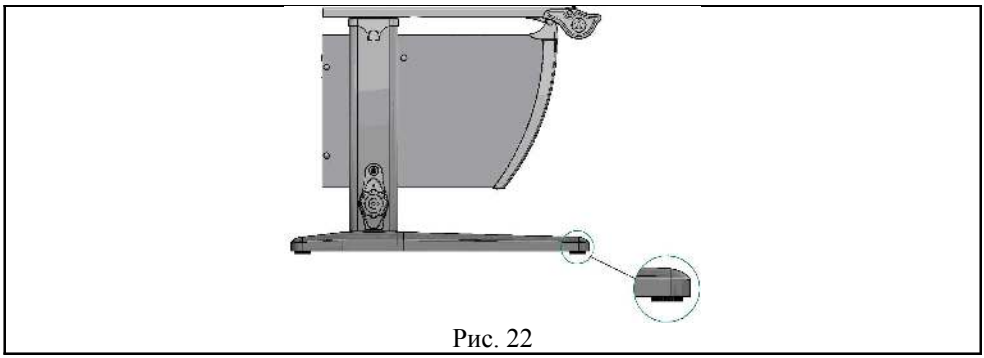

Рис. 22
6.1. Стол следует устанавливать на равную горизонтальную поверхность, обеспечивающую опоры всех ножек, при необходимости отрегулировать стол ножками (см. рис. 22) до горизонтального положения столешницы.